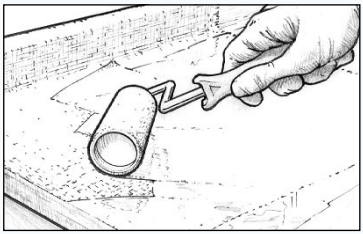

Figur 28 Foretag en overfladebehandling for at fylde vævstrukturen, før gennemvædningen bliver klæbefri.
9. Foretag en overfladebehandling for at fylde vævsstrukturen, før det gennemvædede område bliver klæbefrit *(Figur 28)*. Følg fremgangsmåderne til den afsluttende overfladebehandling i næste afsnit. Det kræver to eller tre lag at fylde dugens vævsstruktur og muliggøre en sidste slibning, som ikke beskadiger dugen.